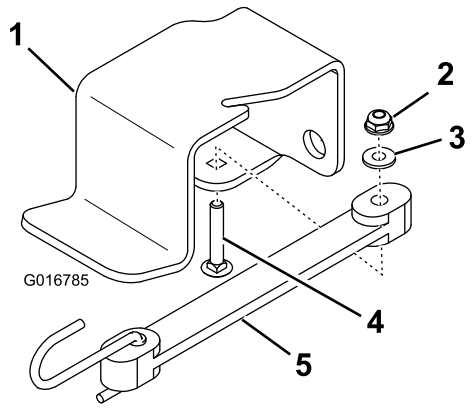

Figuur 4
1. Bevestig de verende kabel aan de steunbeugel voor de krik met een slotbout, een platte ring en een zeskantige flensmoer (Figuur 4).